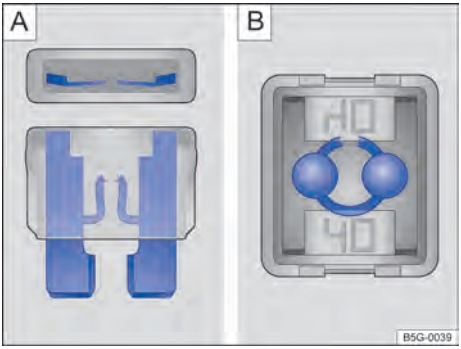

Fig. 177 Fusible quemado: A fusible plano, B fusible de bloqueo.
- Un *fusible plano (ATO®, MINI®)* quemado se reconoce desde arriba o desde el costado por la carcasa transparente en las bandas metálicas derretidas → fig. 177 A.
- Un *fusible de encastre (JCASE®)* quemado se reconoce por las bandas metálicas derretidas desde arriba de la carcasa transparente → fig. 177 B.